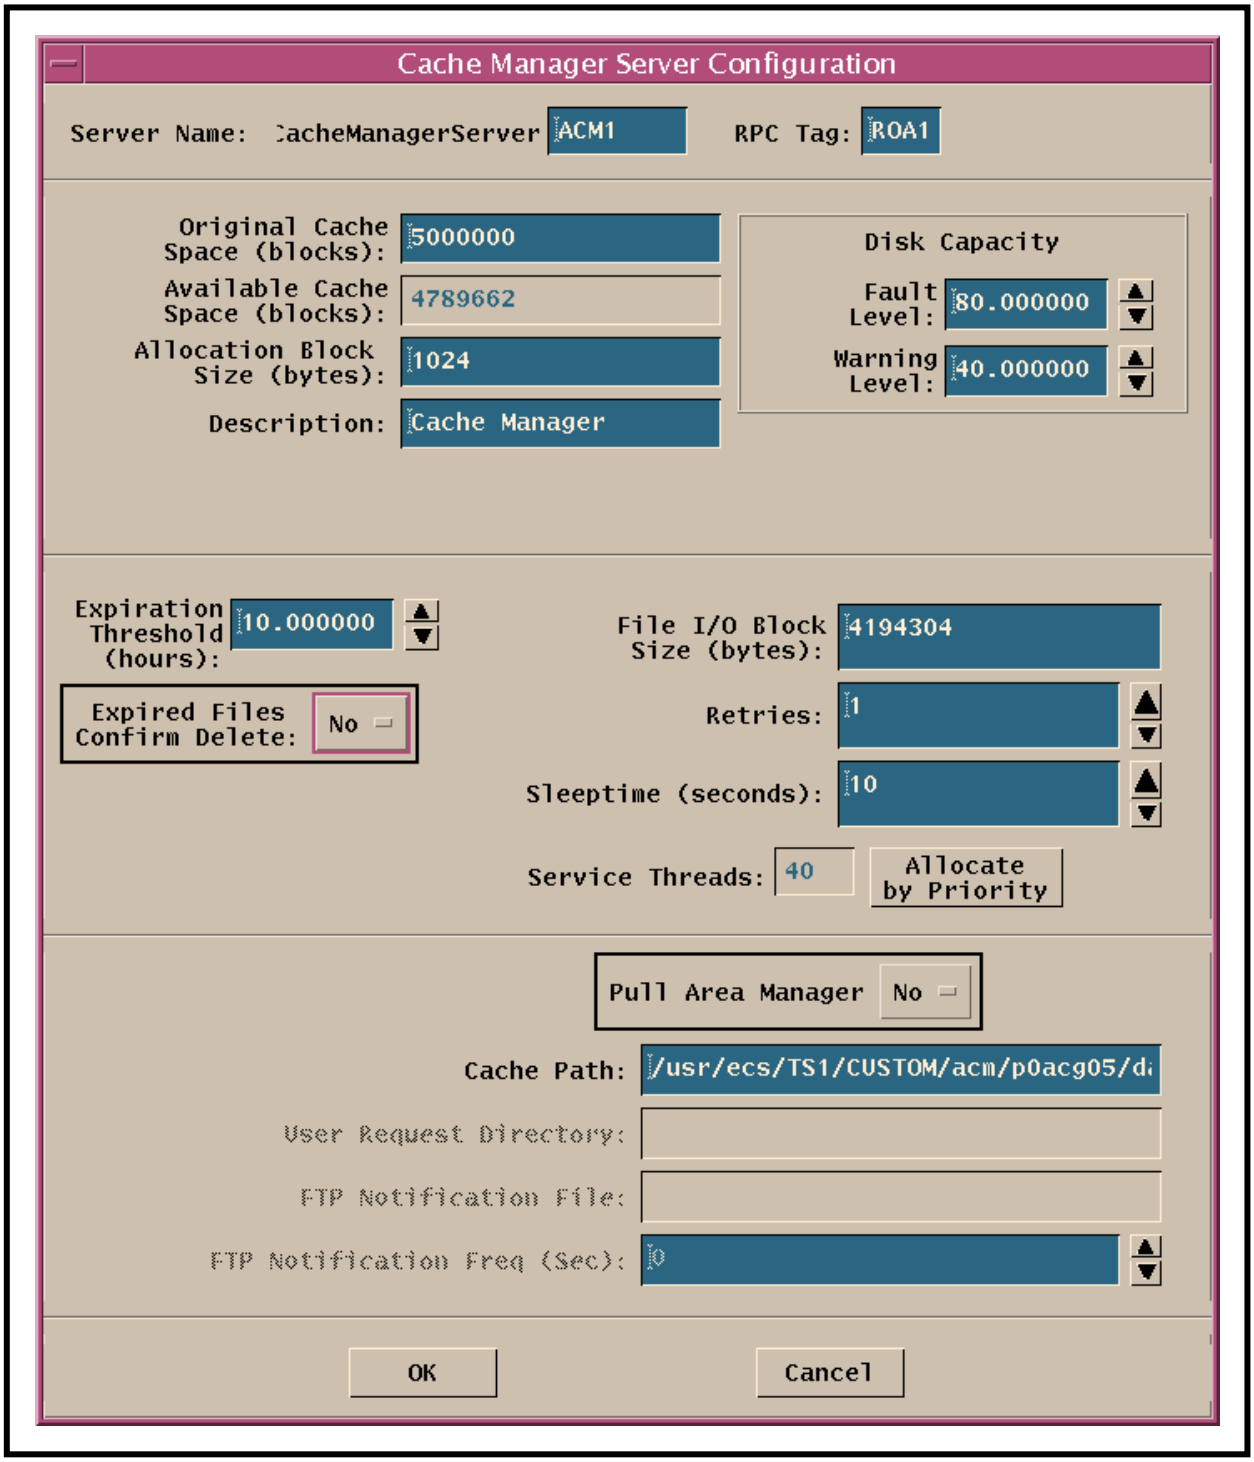

Figure 107. Cache Manager Server Configuration Dialogue Box
- For example, if **CACHE MANAGER** had been selected, the **Cache Manager Server Configuration** dialogue box (Figure 107) would be displayed.
- For example, the **Cache Manager Server Configuration** dialogue box (Figure 107) displays data in the following fields (as applicable):
- The **Cache Manager Server Configuration Dialogue Box** (Figure 107) is displayed.
NOTE: Sometimes when a secondary window (such as Figure 68, Service Threads: Allocate by Priority Window) has been accessed to modify parameters (e.g., to configure service threads), changes that were previously made in the primary window (such as Figure 107, Cache Manager Server Configuration Dialogue Box) are lost. Consequently, it is recommended that either values be changed in the secondary window first or that changes already made in the primary window be verified after the secondary window has been closed.